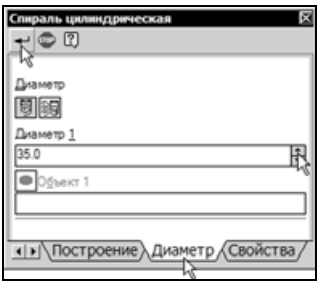

Рис. 8.5
- Откройте вкладку **Диаметр** в нижней части панели свойств. В поле **Диаметр** введите значение 35 и нажмите кнопку **Создать объект** (рис. 8.5).